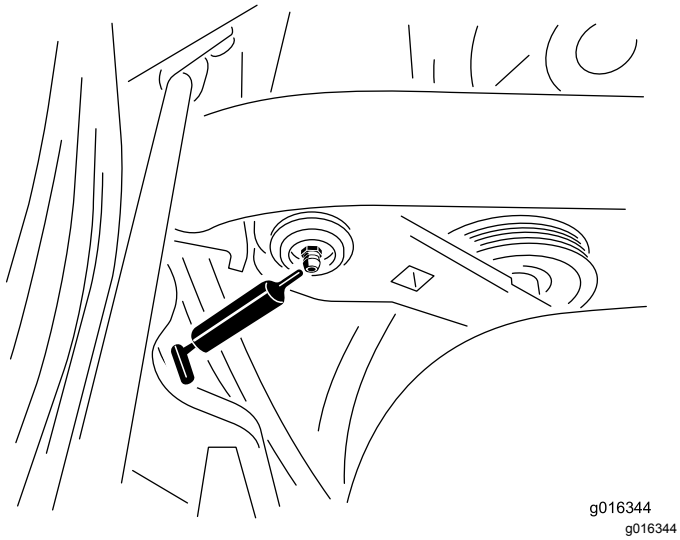

Figuur 43
1. Veeg de smeernippel schoon zodat er geen vreemd materiaal kan binnendringen in de lager of de lagerbus (Figuur 43).